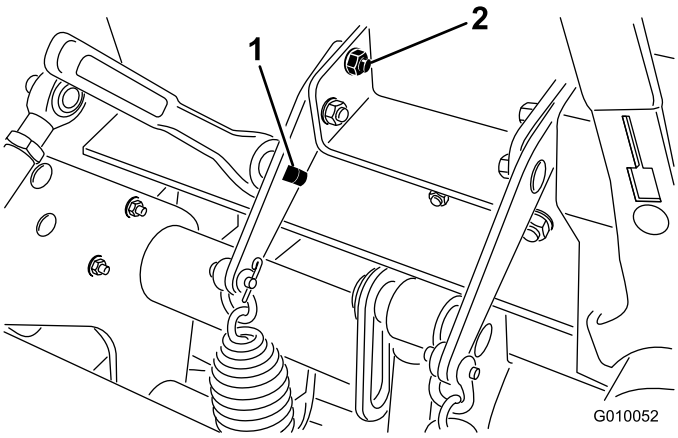

Rysunek 37
2. Włóż zapadkę lub poprzeczkę 1/2 cala w kwadratowy otwór w płytce sprężystej (Rysunek 37).